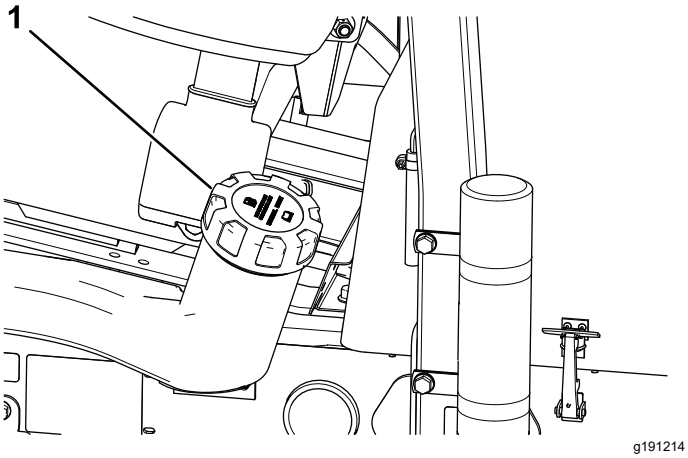

Figur 31
2. Rengör området runt tanklocket (Figur 31).